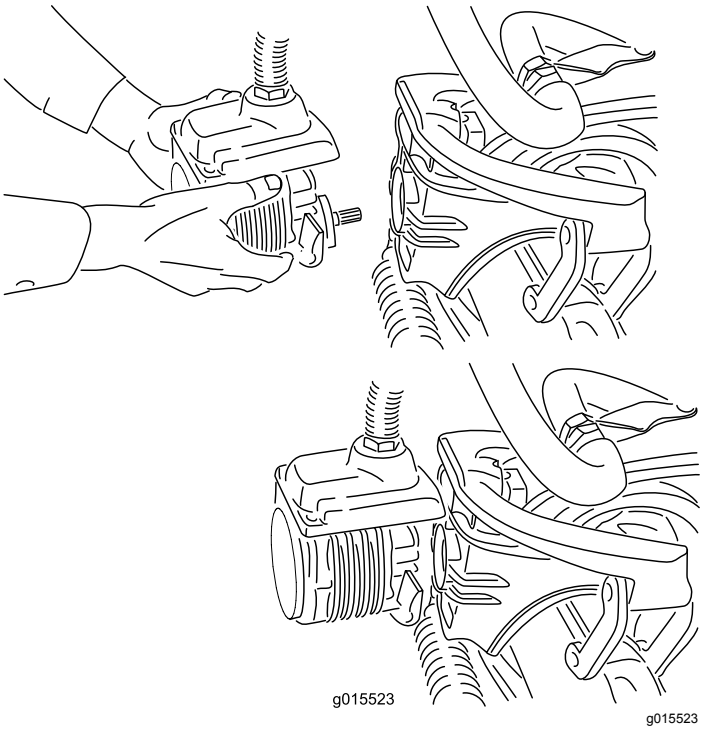

**Rysunek 40**
4. Umieść silnik w magazynku znajdującym się z przodu ramienia podwieszonego (Rysunek 40).